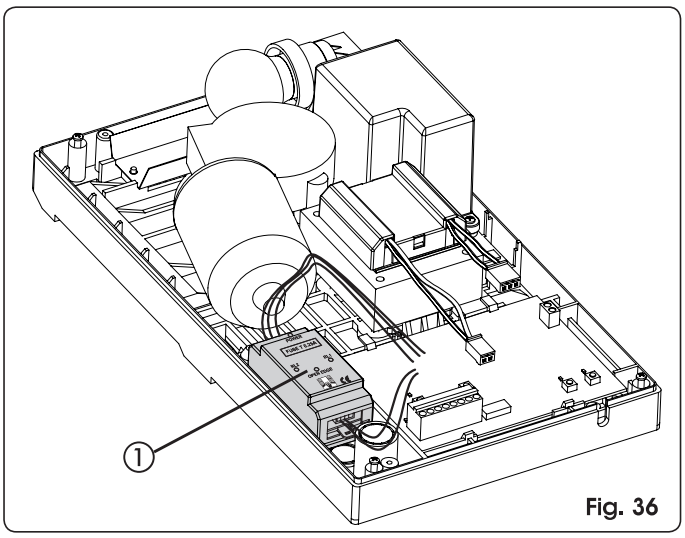

Fig. 36
L'utilisation du bord de sécurité à élément conducteur est facilitée par la possibilité de loger sur l'opérateur la centrale spécifique (Fig. 36 ref ①).
- Loger l'unité de contrôle d'après la Fig. 36.